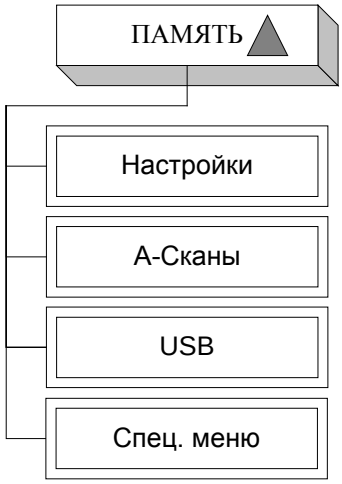

Рисунок 30 – Меню «Память»
6.3.1.10 Меню «**Память**» имеет следующую структуру (рисунок 30):